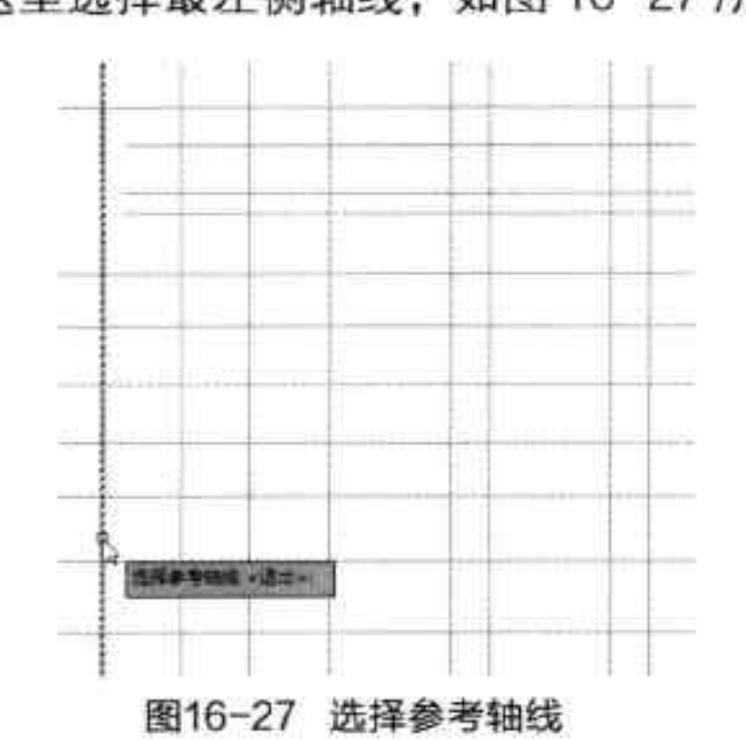

图16-27 选择参考轴线
Step 01 执行“轴网柱子 > 添加轴线”命令，根据命令行中的提示，在绘图区域中，选择参考轴线，这里选择最左侧轴线，如图 16-27 所示。